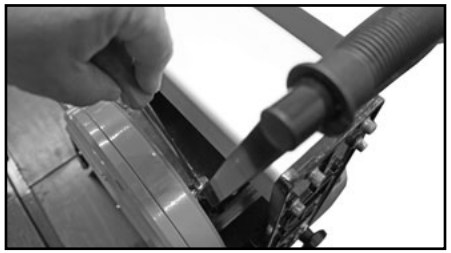

FIGURE 7
8. To mount the handle position the handle on the trolley and secure it using the 2 screws (Fig 7).